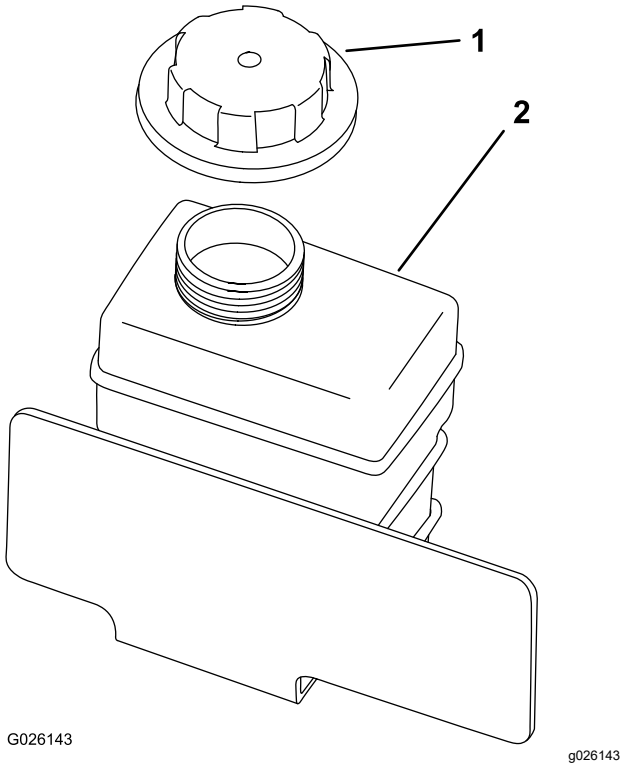

Figur 52
4. Kontroller kølervæskestanden i reservetanken (Figur 52).